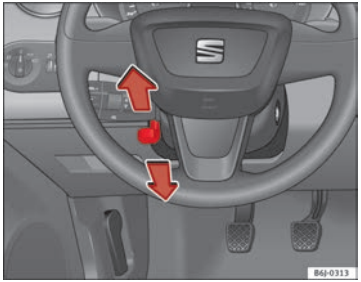

Fig. 108 Steering column height adjustment
– Push the lever under the steering column ⇒ Fig. 108 down ⇒ ⚠.
– Adjust the steering wheel until the correct position is set ⇒ Fig. 108.
- **Adjust the driver seat or steering wheel so that there is a distance of at least 25 cm between the steering wheel and your chest ⇒ Fig. 108. If you fail to observe the minimum distance, the airbag will not protect you. Risk of fatal injury.**